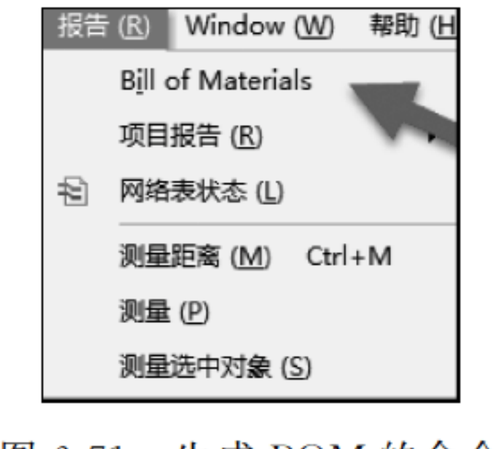

图 6-71 生成 BOM 的命令
(1) 执行菜单栏中"报告"→Bill of Materials 命令,如图 6-71 所示。